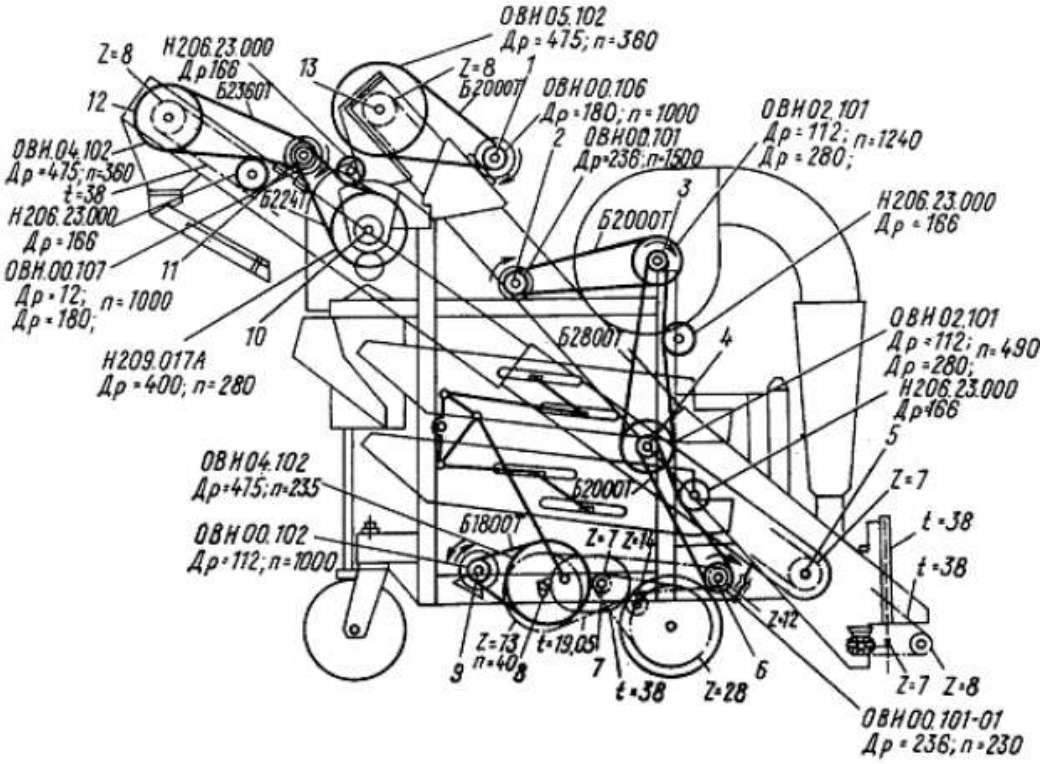
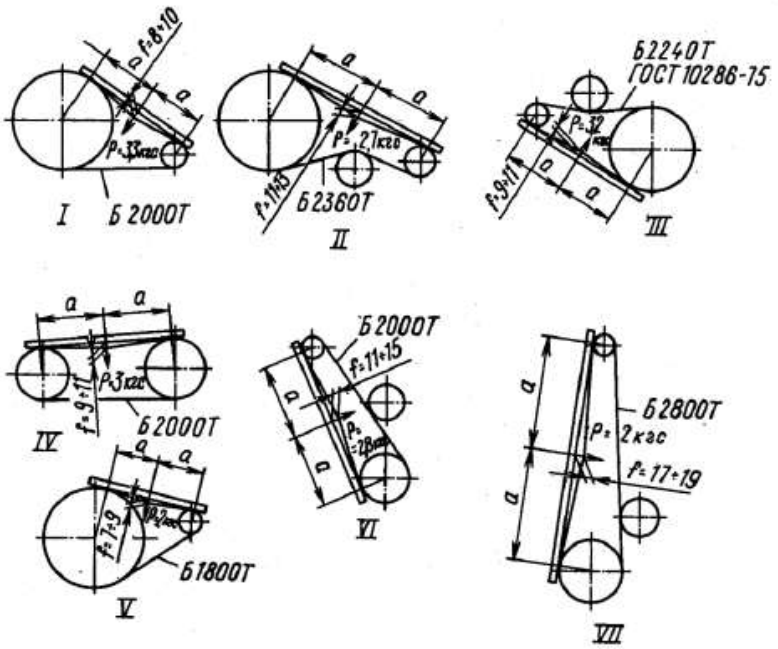

Рис. 14 Схема расположения ремней и цепей
Рис. 15 Схема контроля и натяжения ремней и цепей
- наденьте приводные ремни на шкивы рабочих органов согласно схеме передач (рис. 14). При надевании ремня сначала освободите натяжное устройство. Надевать ремень на шкив при помощи ломика категорически запрещается, так как при этом возможно повреждение ремня. Если новый ремень трудно надеть, снимите один из шкивов, заведите в ручей ремень и поставьте шкивы на место. В этом случае натяжным шкивом следует временно не пользоваться. Для нормальной работы ременной передачи необходимо следить за плоскостностью контура и натяжением ремня (рис. 15), регулируя положение натяжных шкивов на валах;
- цепи отгрузчика и загрузчика натянуть устройствами расположенными в верхних секциях транспортеров (рис. 14). Если натяжное устройство не обеспечивает натяжение цепи, необходимо удалить из нее 1—2 звена и после этого произвести натяжение;